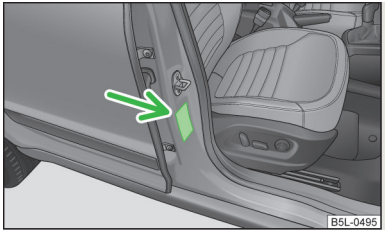

Fig. 146
- This is also clearly stated on the sticker which is located on the B column on the front passenger side » Fig. 146. The sticker is visible upon opening the front passenger door. In some countries, the sticker is affixed to the front passenger sun visor.